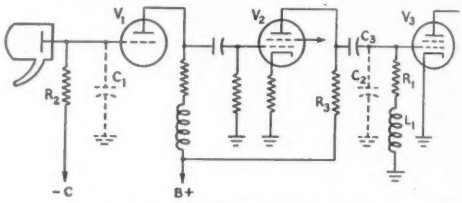

Fig. 12 — **"High-peaker" stage.**
the grid of the first amplifier stage without regard for frequency distortion, then carefully to preserve this distorted signal while it is being amplified in one or two stages, and finally introducing a complementary network which gives equal and opposite distortion to that generated by the input network. With frequency components from 30 cycles to about 4 Mc. in the output signal of an Iconoscope developed across R_2 in Fig. 12, it is readily seen that the shunt reactance of C_1 will limit severely the high-frequency components.
For an example let's determine L_1, R_1, R_3, and C_3 of Fig. 12 ,assuming C_1 to be 12 $\mu\mu$fd. and C_2 to be 30 $\mu\mu$fd., f_c 5 Mc., and 30 cycles the lowest frequency. From equation (30),